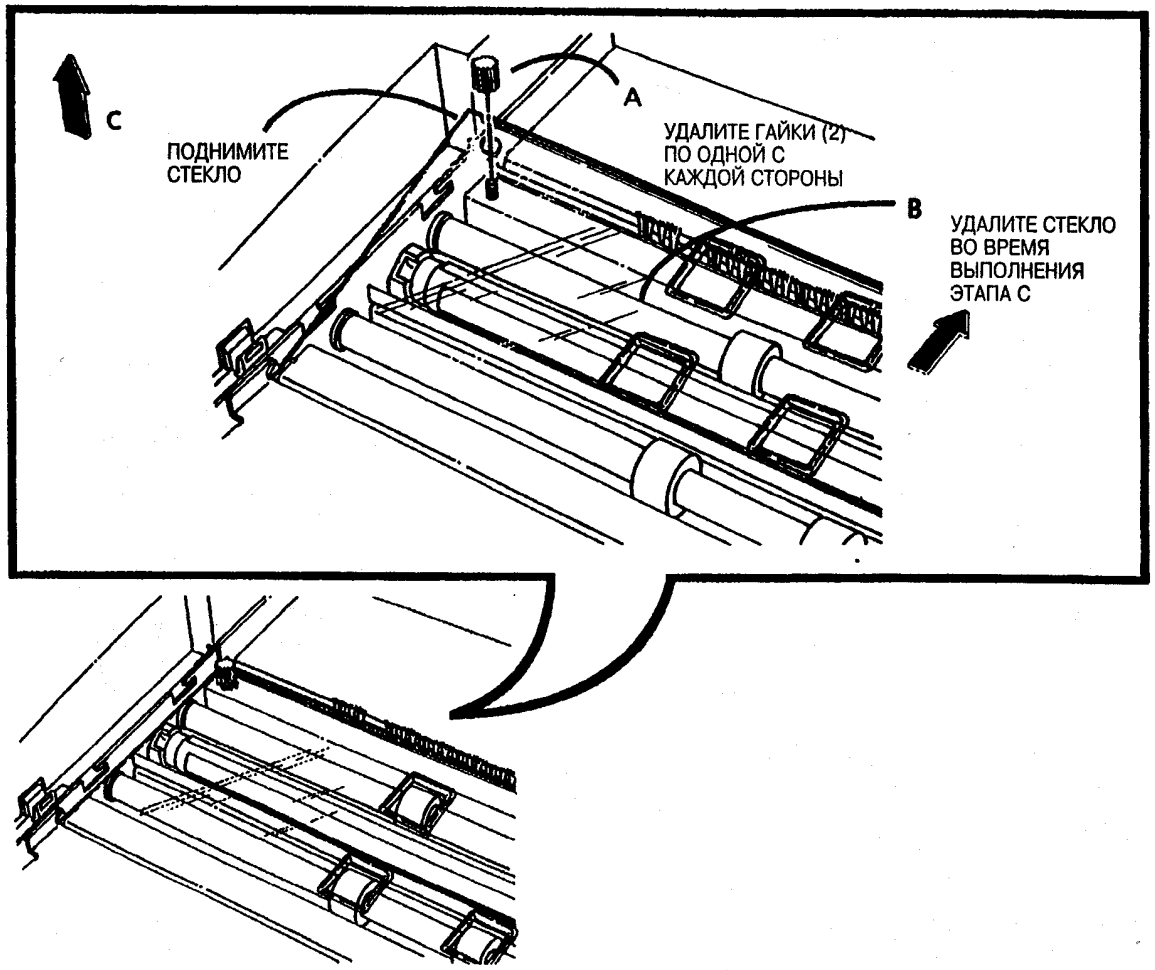

Рис. 1. Удалите стекло
3. (Рис. 1): **W/ Tag/MOD 2:** Удалите стекло.